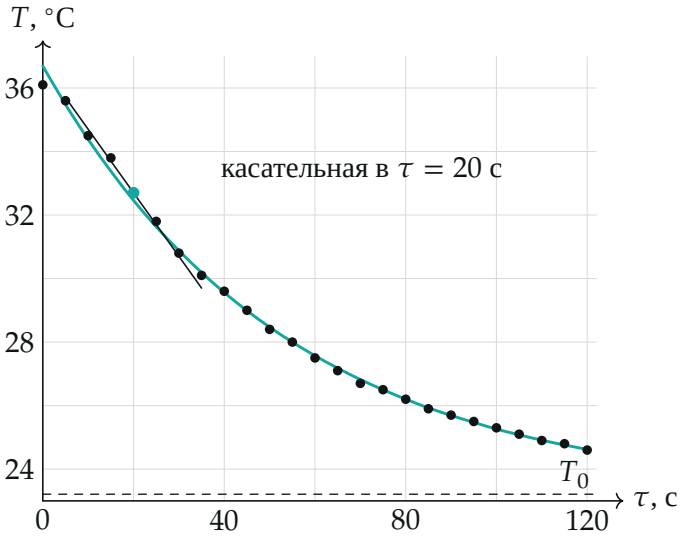

Рис. 2. Остывание резистора: точки — измерения, кривая — экспонента с $\tau_0 = C/a = 53$ с. Наклон касательной — скорость остывания $dT/d\tau$.
3. Уравнение остывания. Источник отключён, теплота резистора уходит только в воздух. Уравнение теплового баланса за малое время $d\tau$: $C\,dT = -a(T - T_0)\,d\tau$. Его решение — экспонента: $T - T_0 = (T_\text{нач} - T_0)\,e^{-\tau/\tau_0}$, $\tau_0 = C/a$. Кривая остывания (официальные данные, каждые 5 с от 36,1 до 24,6 °C) — рис. 2.